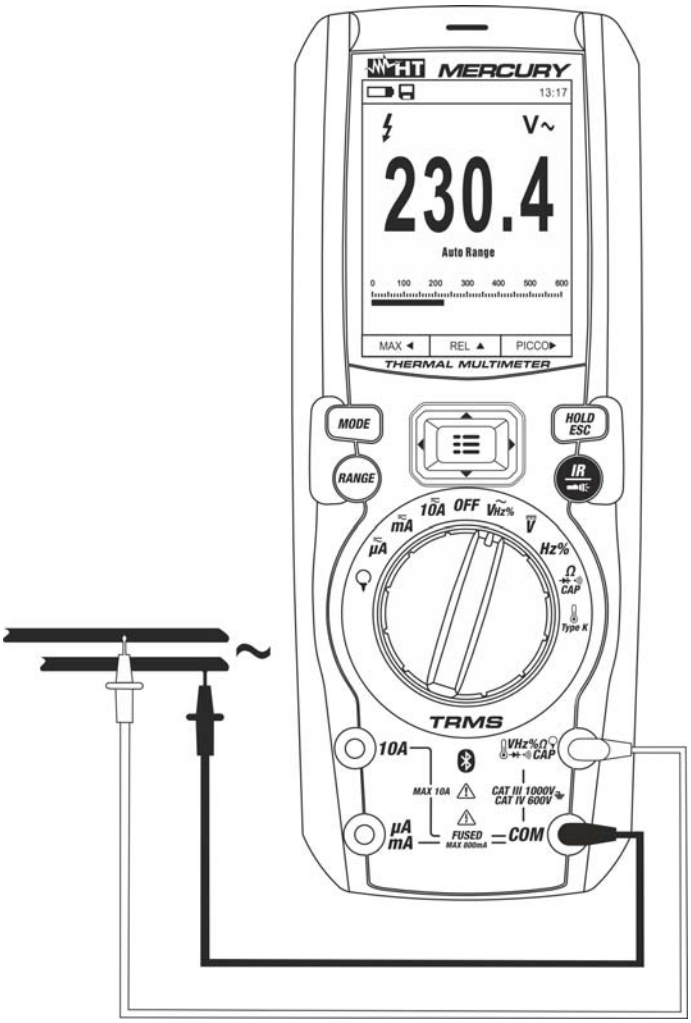

Fig. 22: Uso dello strumento per misura di Tensione AC
3. Posizionare il puntale rosso ed il puntale nero rispettivamente nei punti del circuito in esame (vedere Fig. 22). Il valore della tensione è mostrato a display